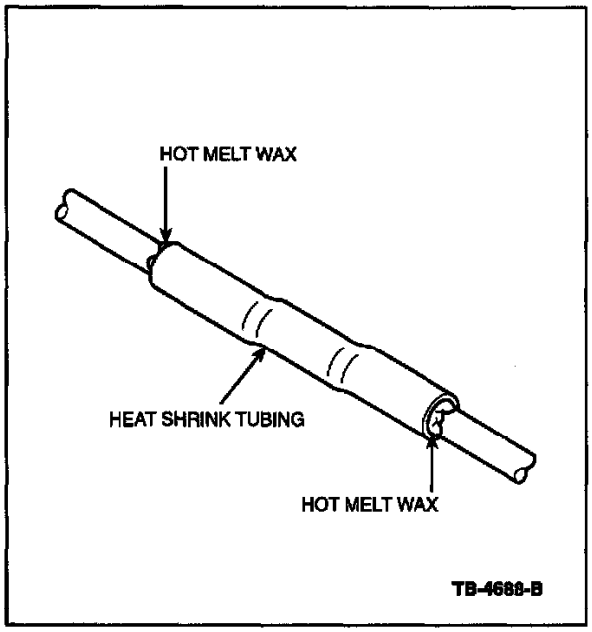

Figure 5
5. Heat the entire length of the heat shrink tubing until the hot melt wax appears from both ends of the tubing (Figure 5).